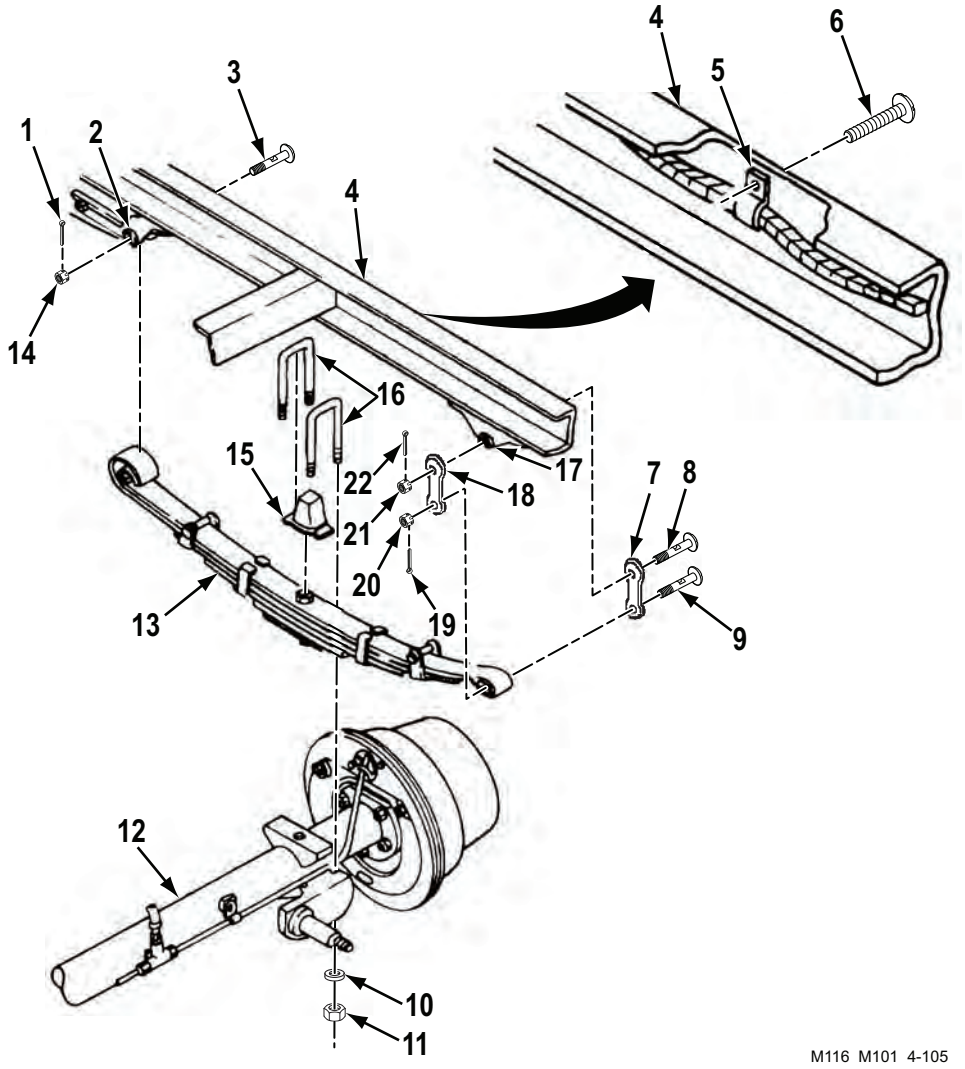

Figure 1. Spring Assembly Removal.
6. At rear spring hanger (Figure 1, Item 17), remove cotter pin (Figure 1, Item 19), slotted nut (Figure 1, Item 20), and shackle pin (Figure 1, Item 9) from two shackles (Figure 1, Items 7 and 18) and, with the aid of an assistant, remove spring assembly (Figure 1, Item 13). Discard cotter pin (Figure 1, Item 19).
7. At front spring hanger (Figure 1, Item 2), remove cotter pin (Figure 1, Item 1), slotted nut (Figure 1, Item 14), and shackle pin (Figure 1, Item 3) from front spring hanger (Figure 1, Item 2) and spring assembly (Figure 1, Item 13). Discard cotter pin (Figure 1, Item 1).
8. Remove spring assembly (Figure 1, Item 13) from frame (Figure 1, Item 4).
1. At rear spring hanger (Figure 1, Item 17), check play between shackle pin (Figure 1, Item 8) and rear spring hanger (Figure 1, Item 17). Looseness indicates a damaged shackle pin (Figure 1, Item 8) inside rear spring hanger (Figure 1, Item 17).
2. Remove cotter pin (Figure 1, Item 22), slotted nut (Figure 1, Item 21), shackle pin (Figure 1, Item 8), and two shackles (Figure 1, Items 7 and 18) from rear spring hanger (Figure 1, Item 17). Discard cotter pin (Figure 1, Item 22).